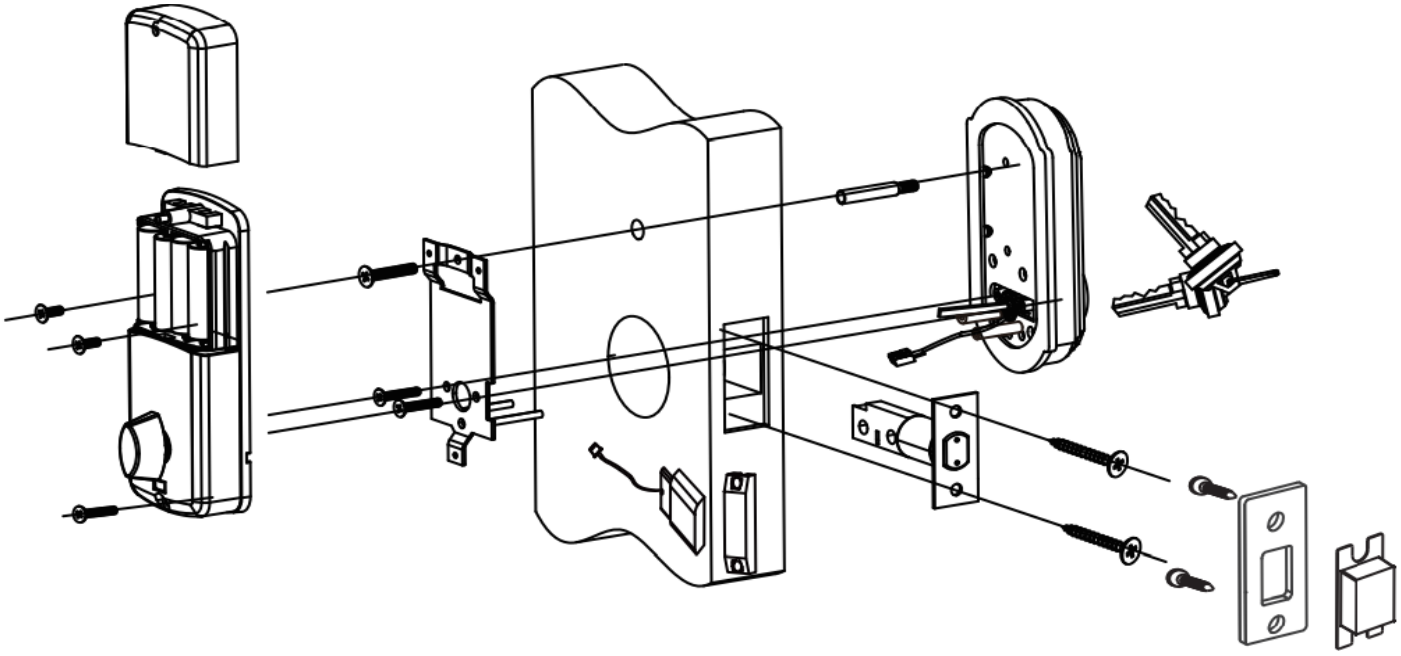

Figure C-8
h. Assembly drawing(See Figure C-8)